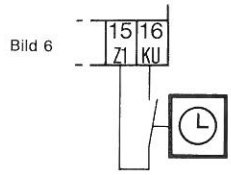

Bild 6
- **Zusätzliche Uhr für Absenkbetrieb** (Bild 6)